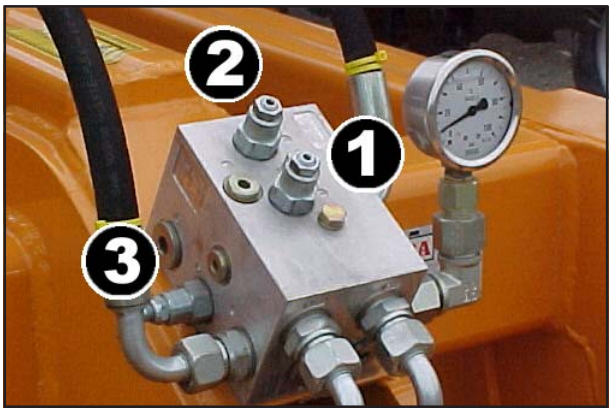

Fig. 5.03: Manifold Block
2. If the system needs adjusting:- Partially fold the wings & hold them in this position. To adjust the pressure utilise valve 3 (*shown in Fig. 5.03*). Unscrew the adjusting screw until no resistance can be felt (almost fully unscrewed position). Unfold the wings fully as before, checking the gauge reading. Maintain hydraulic pressure unfolding wings & adjust the screw whilst pressurising.